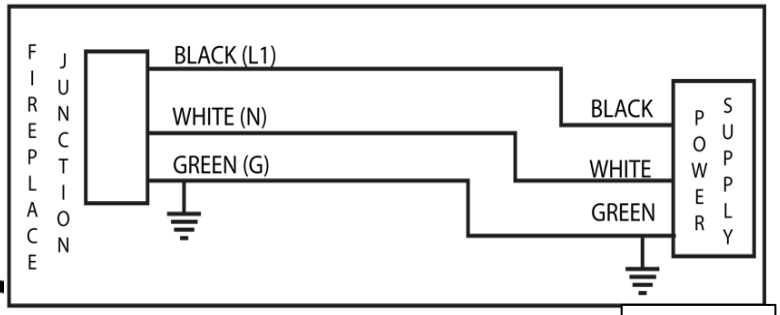

Fig. 7-3
- From the power supply wire, connect the green/bare copper wire to ground (**G**), the white wire to neutral (**N**), and the black wire to Line 1 (**L1**) (Fig. 7-3)